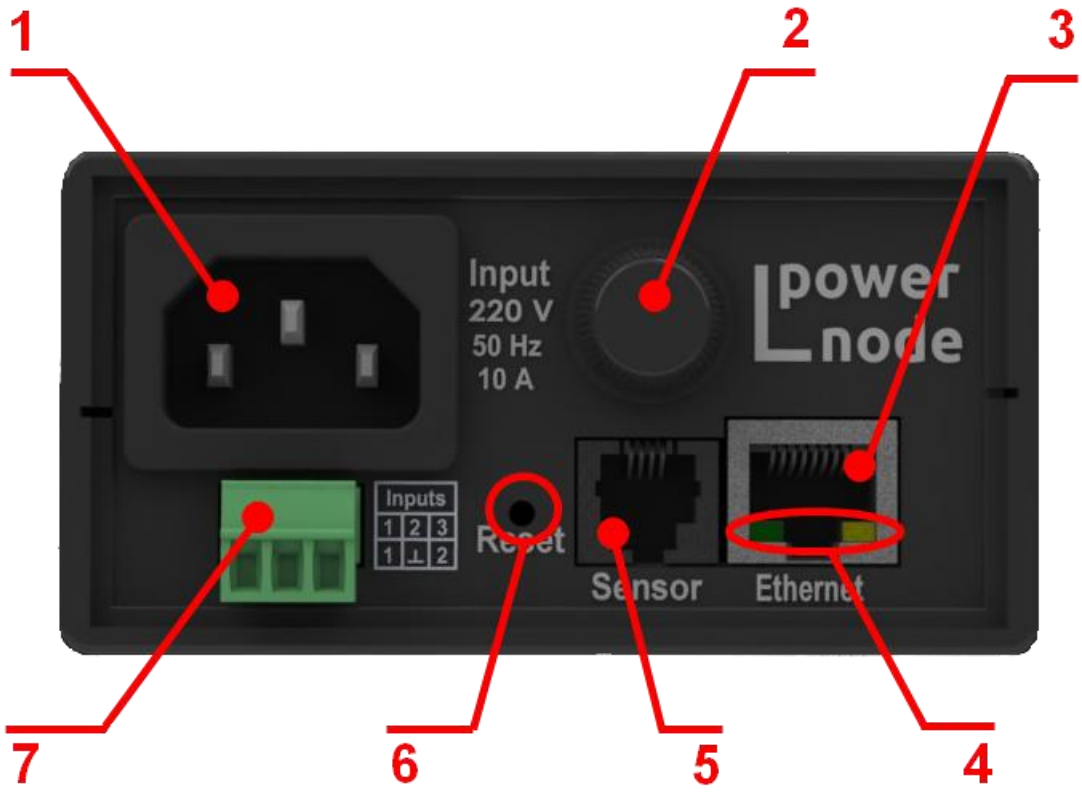
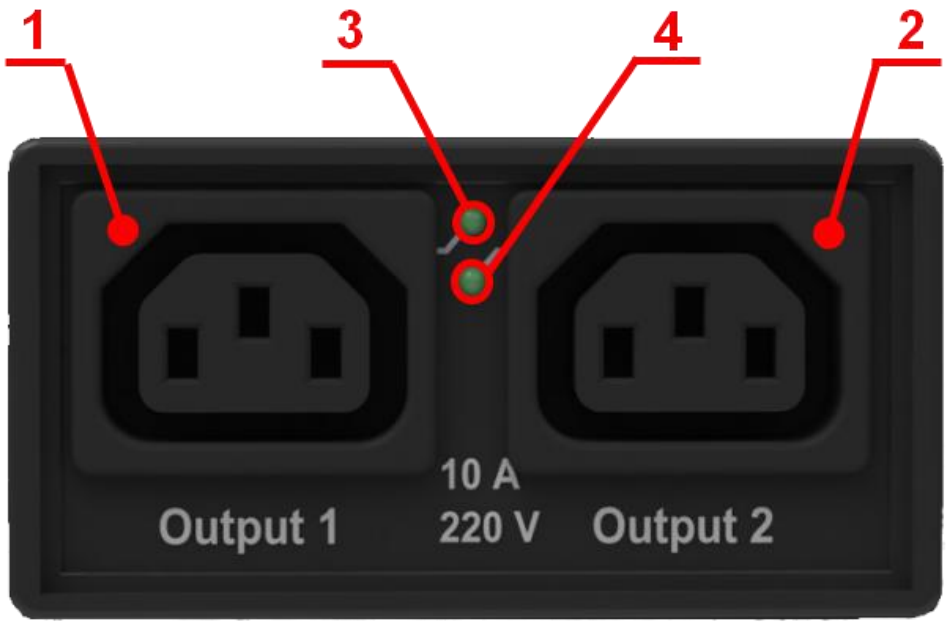

Рисунок 1 – Внешний вид передней панели устройства
Рисунок 2 – Внешний вид передней панели устройства
6.3 Подключите сетевой кабель Ethernet 100Base-TX/10Base-T (в комплект поставки не входит) к разъему RJ-45 «Ethernet» устройства ***(см. рисунок 1)*** и соответствующему разъему сетевого оборудования.
6.5 Подключите, при необходимости, используемые дискретные датчики к разъему дискретных входов ***(см. рисунок 1).***
6.6 Подключите к разъему входа сети переменного тока ***(см. рисунок 1)*** шнур питания, входящий в комплект поставки, а к разъемам подключения нагрузки ***(см. рисунок 2)*** шнуры питания нагрузки.